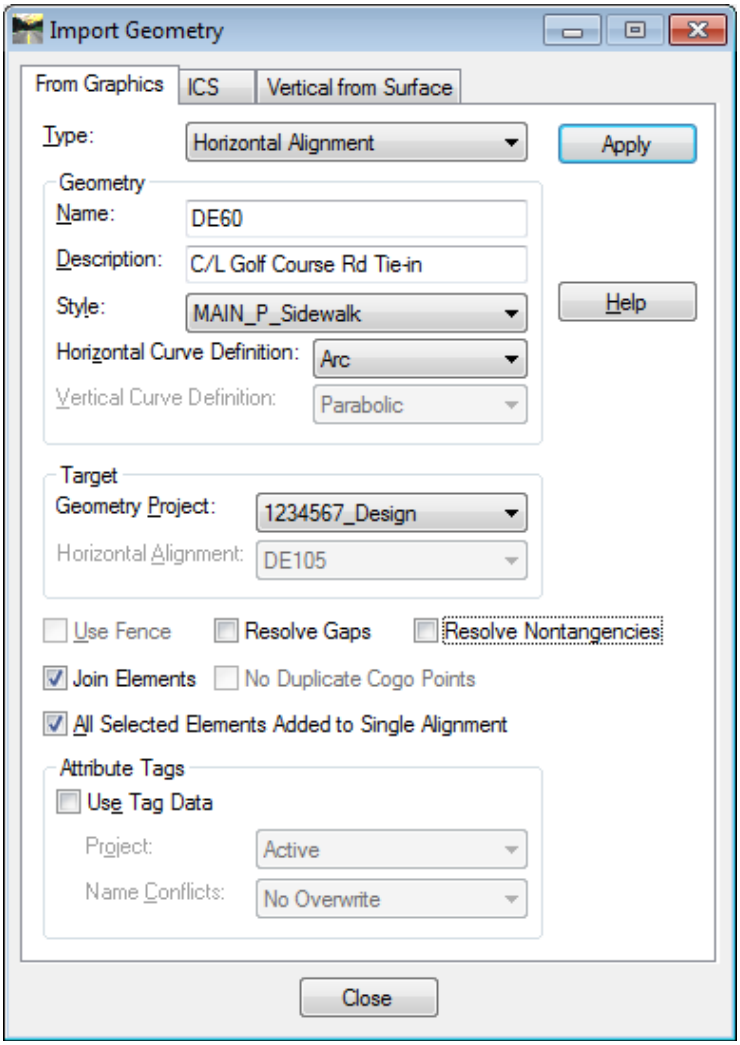

Figure L5-3 Import Geometry
• Verify your entries match those shown in *Figure L5-3*.